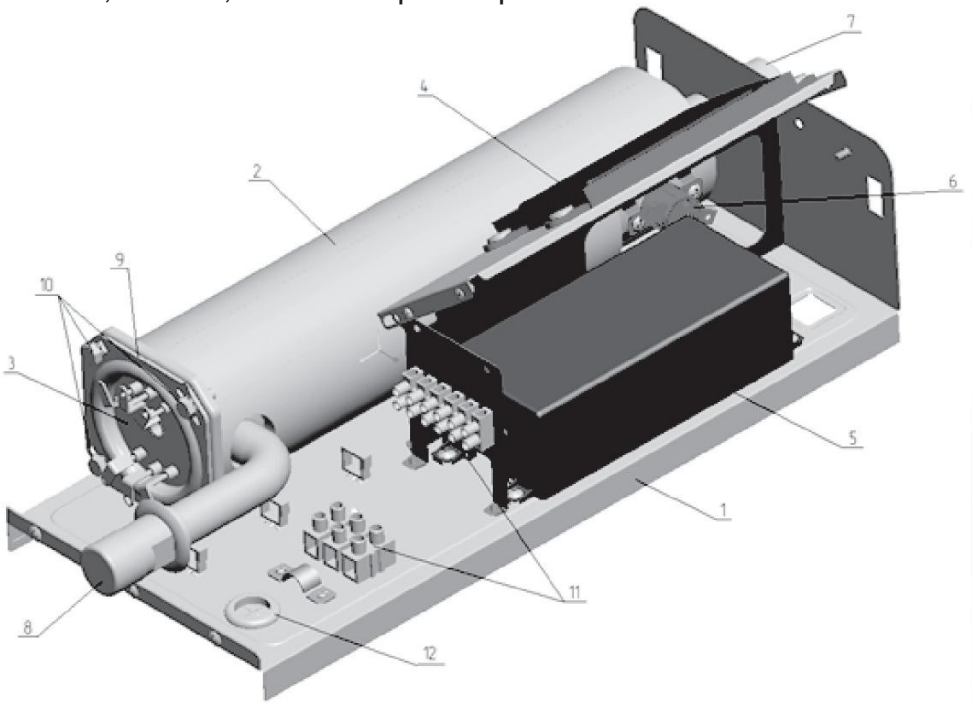

Рисунок 1. Котел отопительный электрический ES-3, ES-5, ES-6, ES-8, ES-9, ES-12, ES-15, ES-18
Котел отопительный электрический ARTI ES-3, ARTI ES-5, ARTI ES-6, ARTI ES-8, ARTI ES-9, ARTI ES-12, ARTI ES-15, ARTI ES-18 изображен на рис. 1.
9.1. Котел, согласно Рис. 1, представляет собой каркас поз.1 на котором закреплен теплообменник из нержавеющей стали с теплоизоляцией поз.2. В нижней части теплообменника расположен блок трубчатых электронагревателей (ТЭНов) поз.3.